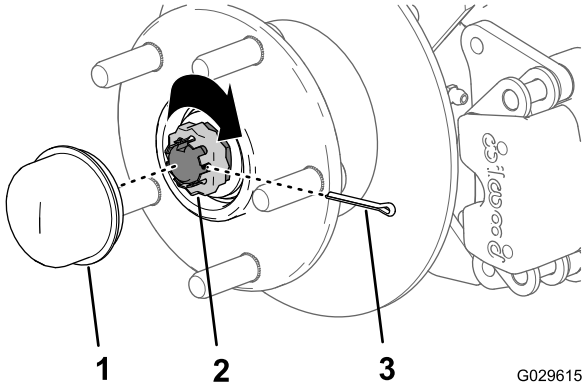

Figur 36
8. Monter holderen over mutteren og sjekk at sporet i holderen er innrettet med hullet i spindelen for hårnålssplinten (Figur 36).
9. Monter hårnålssplinten og bøy begge beina rundt holderen (Figur 36).
10. Monter støvkoppen på navet (Figur 36).